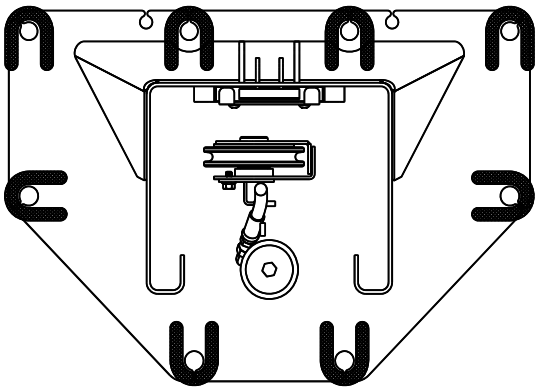

Fig. 7 – Column Shimming
22) Repeat steps 17 thru 19 for the two (2) anchors under each carriage.
23) Shim both columns to plumb using the shims provided as shown in **Fig. 7**. DO NOT shim more than 1/2" at any given point. Use a level no less than 24” in length to plumb columns.
28) Check idler column shimming. Use additional shims (***see Fig. 7***) to remove any gaps that may have been created while installing overhead beam. Tighten anchor bolts and re-check column for plumb. Torque to 150 foot-pounds.